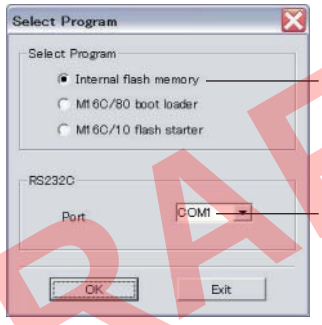

Fig. 3
The screen appears as shown below. (Fig. 3)
3. Select the data to be transmitted and port. (Fig. 3)
下記の画面が表示されます。(Fig. 3)
3. 送信データ、ポートを選択します。(Fig. 3)